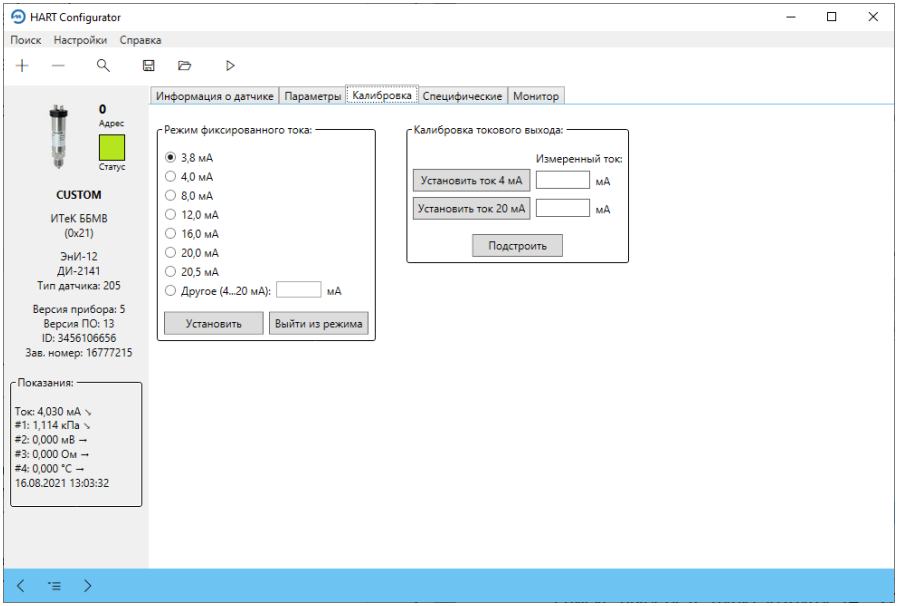

Рисунок 19 — Вкладка «Калибровка»
3.6.1 Вкладка «Калибровка» (см. рисунок 19) включает две группы параметров: